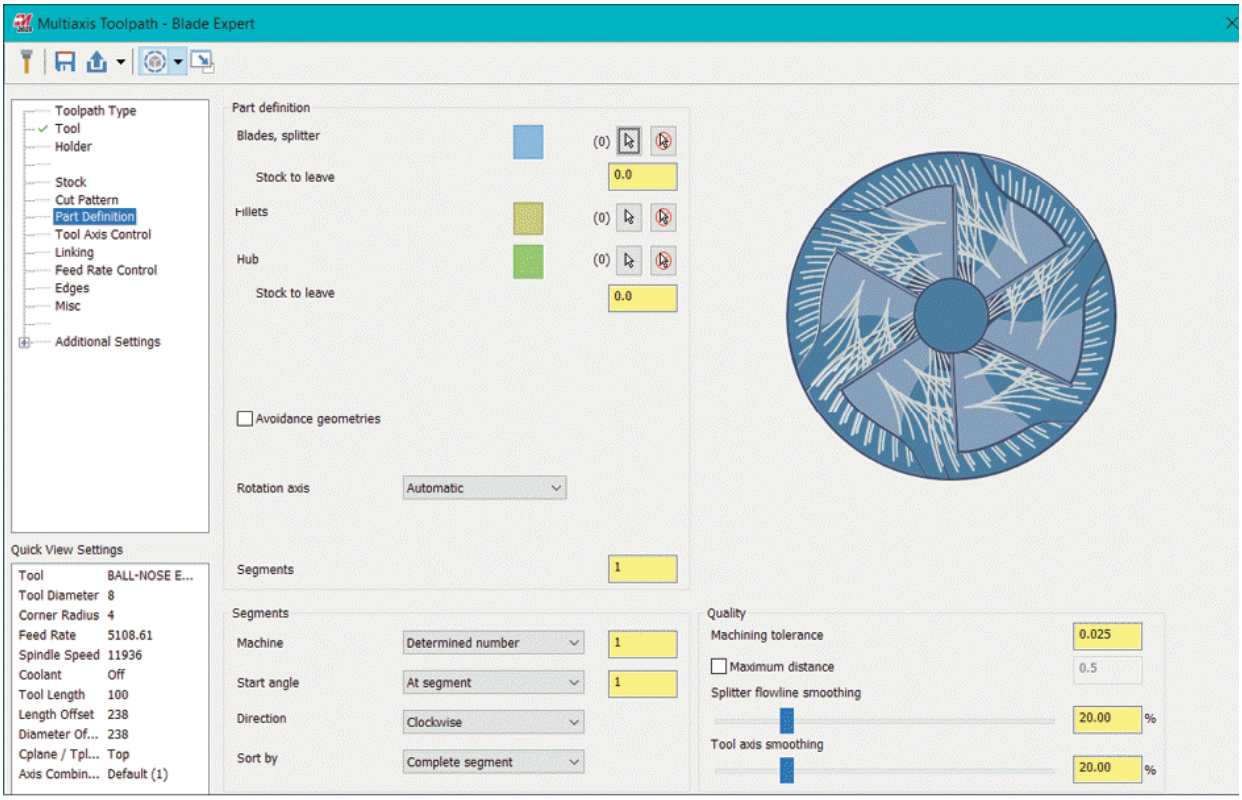

Figure-60. Part Definition page for Blade Expert
- Select the **Part Definition** option from left area to define the geometries to be machined by toolpath. The options of **Part Definition** page will be displayed; refer to Figure-60.